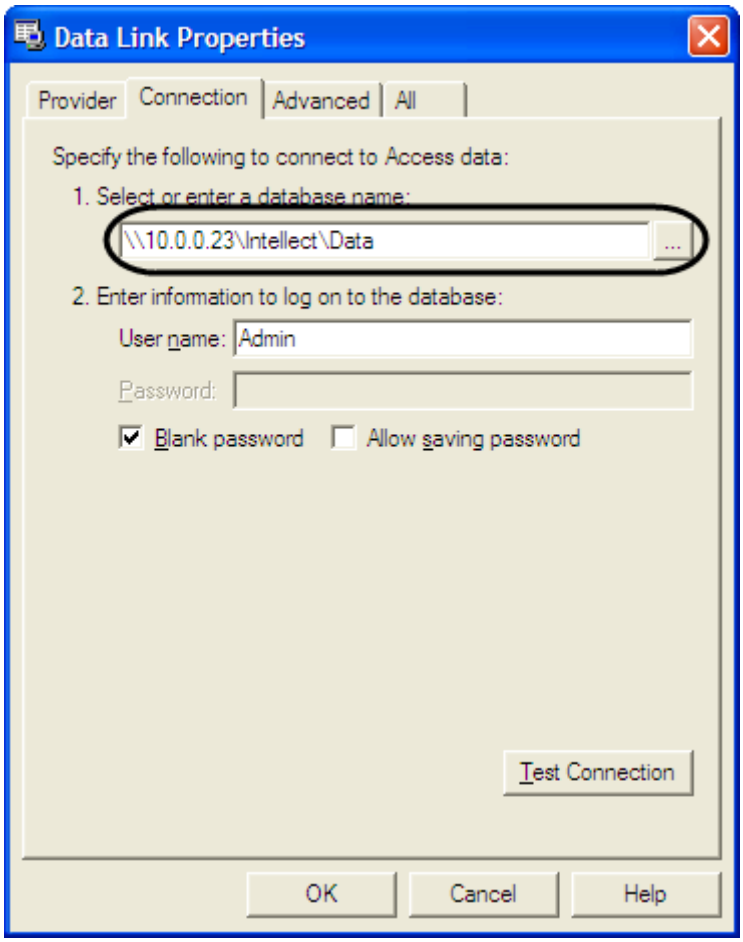

Figure 9.4-6. Connecting to an Access database on a remote computer
1. \\<IP address (or name) of the computer⇨\\Intellect\Data\intellect.mdb (Figure 9.4-6).